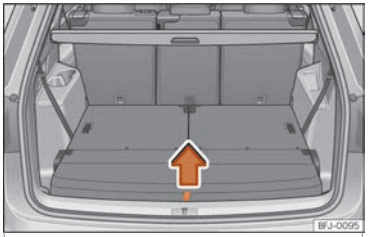

Fig. 125 Dans le coffre à bagages : soulever le plancher du coffre.
• Tirez le plancher du coffre par la boucle ››› **fig. 125** vers le haut, dans le sens de la flèche, et retirez-le.